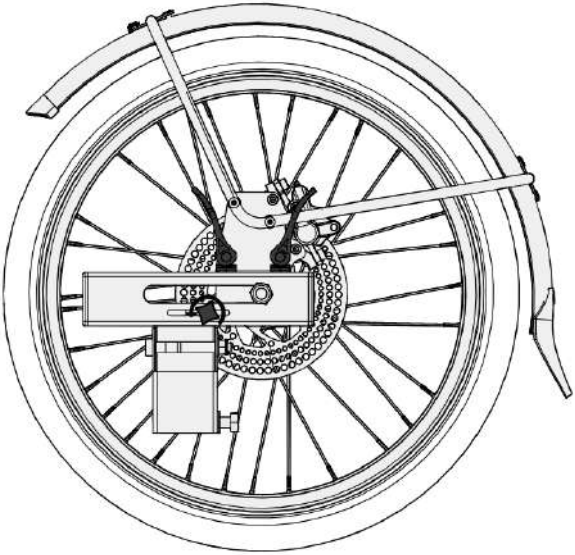

Abbildung 56 - Position der freigegebenen Schnellfixierungshebel mit dem Spannrad
- Heben Sie die beiden Schnellfixierungshebel an jedem Radträger an und lösen Sie das Sperrrad (siehe Abbildung 56);